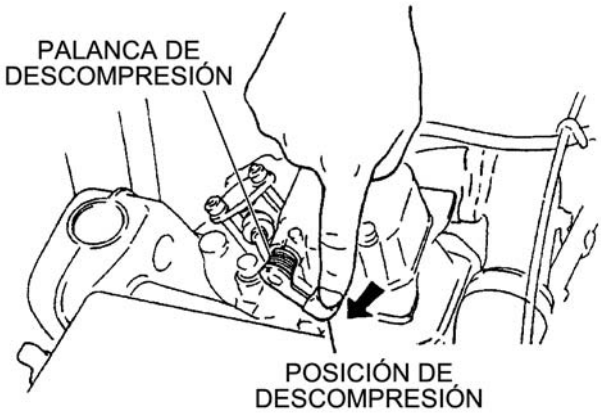

Figura 8. Decompression Lever
4. Oprima la palanca de descompresión (Figura 8) para aliviar la descompresión. La palanca de descompresión retornará automáticamente cuando se tire del motor de arranque de retroceso.